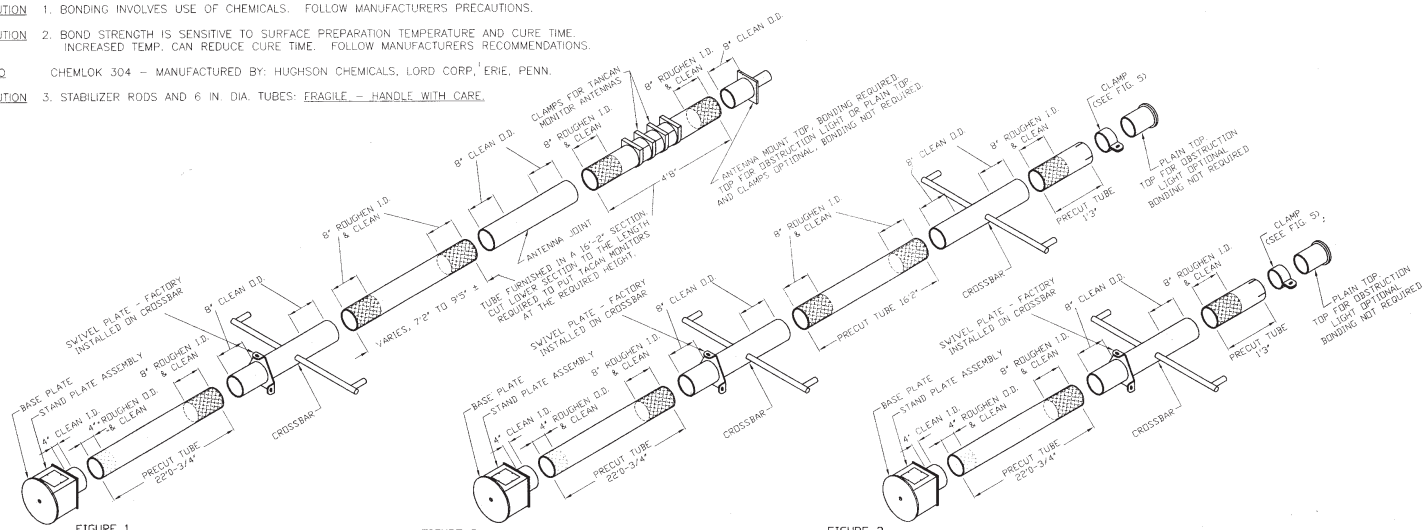
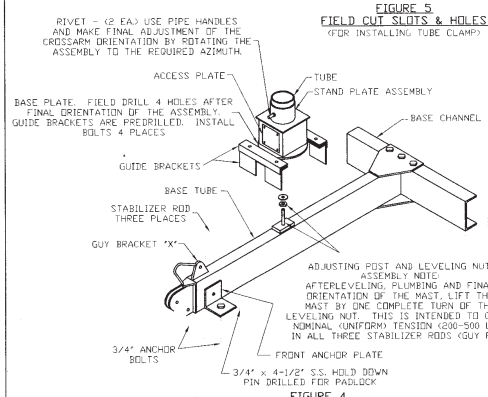

FIGURE 1
FIGURE 4
2. CUTTING & BONDING INSTRUCTIONS: SEE FIGS. 1,2 & 3. CUT THE TACAN MONITOR TUBES USING A TABLE SAW WITH DIAMOND OR CARBIDE ABRASIVE BLADE. ALL SAW CUTS SHALL BE AT RT. ANGLE TO TUBE AXIS. DEBURR SAW CUT EDGES WITH A FILE. FOR BONDING, ROUGHEN SURFACES TO BE BONDED, AS SHOWN IN FIGS. 1,2 & 3 USING EMERY CLOTH. CLEAN MATING SURFACES THOROUGHLY WITH A SOLVENT (M.E.K., TOLUENE, OR ACETONE). MIX EQUAL PARTS OF CHEMLOC 304-1 EPOXY RESIN & 304-2 HARDENER. STIR THOROUGHLY BUT AVOID AIR INCLUSION. FOR EACH JOINT TO BE BONDED, SPREAD A LIGHT COAT OF MIXED ADHESIVE ON BOTH THE SURFACES TO BE BONDED. ASSEMBLE THE CROSSBARS AND ANTENNA JOINT TO THE TUBES FIRST. THE SWIVEL PLATE IS FACTORY INSTALLED ON THE CROSSBAR. SLOWLY SLIDE THE TUBES ONTO THE CROSSBARS AND ANTENNA JOINT WHILE ROTATING TO EXCLUDE AIR. CURE 48 HOURS AT ROOM TEMPERATURE ABOVE 65°. MAKE SURE THE UPPER RCAG CROSSBAR IS DIRECTLY ABOVE THE LOWER CROSSBAR. INSTALL THE TACAN ANTENNA JOINT WITH ITS CABLE CONNECTORS ON THE SAME ORIENTATIONS AS THE CROSSBAR. NEXT, BOND THE STAND PLATE ASSEMBLY TO THE LOWER TUBE USING THE SAME PROCEDURE EXCEPT THE TUBE SLIDES INTO THE STAND PLATE ASSEMBLY. ORIENT THE STAND PLATE ASSEMBLY ON THE TUBE SO THAT WHEN ITS ACCESS PLATE FACES THE FRONT OF THE INSTALLED MOUNTING FRAME ASSEMBLY (FIG. 4) THE CROSSBAR IS ON THE APPROXIMATE AZIMUTH REQUIRED BY THE SITE PLAN. MINOR ADJUSTMENTS IN THE CROSSBAR ORIENTATION CAN BE MADE AFTER THE STRUCTURES ARE ERECTED BY ROTATING THE ENTIRE STRUCTURE AS INDICATED ON FIG. 4. THE FINAL ORIENTATION OF THE CROSSBAR SHALL BE ON THE AZIMUTH REQUIRED BY THE SITE PLAN.
3. IMPORTANT ~ ALL STRUCTURES ARE TO BE ASSEMBLED IN HORIZONTAL POSTION (SEE FIG. 6.) ELECTRICAL WORK NOT SHOWN HERE. USE MOUNTING FRAME ASSEMBLY SHOWN IN FIG. 4. INSERT HINGE PINS WHICH ARE ATTACHED TO BASE CHANNEL, INTO LEFT AND RIGHT ANCHOR PLATES. PLACE FRONT ANCHOR PLATE AND LEFT AND RIGHT ANCHOR PLATES OVER 3/4" ANCHOR BOLTS. CONNECT BASE TUBE TO BASE CHANNEL. MAKE SURE MTG. FRAME ASSEMBLY SWINGS FREELY ON HINGE PINS. SHIM TO LEVEL AND TIGHTEN ANCHOR BOLTS WITH 3/4" NUTS. RAISE MTG. FRAME ARM TO ABSOLUTE VERITCAL. CHECK WITH LEVEL. ATTACH STABILIZER RODS TO THE SWIVEL PLATE ASSEMBLY (FIG. 6). SLIDE THE LOOSE GUIDE BRACKETS OVER THE BASE PLATE ON THE STAND PLATE ASSEMBLY (FIG. 4) AND ALIGN NOTCHES WITH THE BASE TUBE. ROTATE THE STAND PLATE ASSEMBLY SO THE ACCESS PLATE FACES THE FRONT OF THE MOUNTING FRAME. SLIDE THE STAND PLATE ASSEMBLY ONTO THE MOUNTING FRAME WITH THE GUIDE BRACKETS FIT OVER THE BASE TUBE AND THE ADJUSTING POST FIT INTO THE HOLE IN THE BASE PLATE. ADJUST NUT FOR PROPER HEIGHT. SUPPORT UPPER END OF THE MAST SO IT IS APPROXIMATELY PARALLEL WITH GROUND. FASTEN TURNBUCKLES (ATTACHED TO STABILIZER RODS) TO GUY BRACKETS "X" AND "Y". TIGHTEN TURNBUCKLE AT GUY BRACKET "X" UNTIL MAST IS EXACTLY PERPENDICULAR TO MTG. FRAME. TIGHTEN OVER TWO TURNBUCKLES AT GUY BRACKETS "Y". ATTACH HORIZONTAL STABILIZER ASSEMBLY.
4. RAISE THE STRUCTURE TO A VERTICAL POSITION USING THE TILT DEVICE. LEVEL AND PLUMB THE STRUCTURE BASE AND MAST. WITH THE USE OF A TRANSIT, MAKE THE FINAL ORIENTATION OF THE CROSSARMS. DRILL THE BASE PLATE AND INSTALL BOLTS TO LOCK IN PLACE (SEE FIG. 4). IN THE LEVEL AND PLUMB POSITION, ALL THREE STABILIZER RODS (GUY RODS) SHOULD BE SNUG TIGHT. THEN USING ONE TURN OF LEVELING NUT, LIFT NL-40 MAST (SEE ASSEMBLY NOTE FIG. 4).